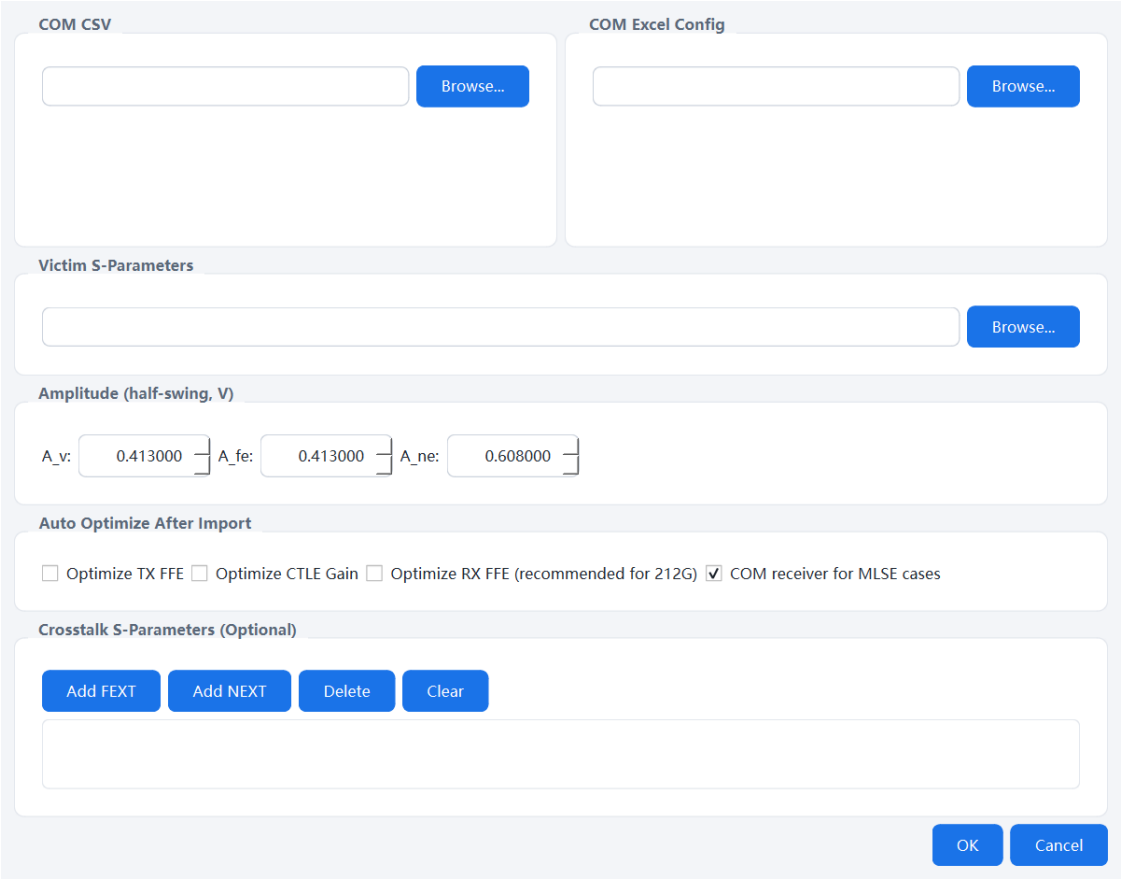

Figure 10-10 COM Import dialog
1. Click "COM Import" in the menu bar to open the dialog (Figure 10-10).